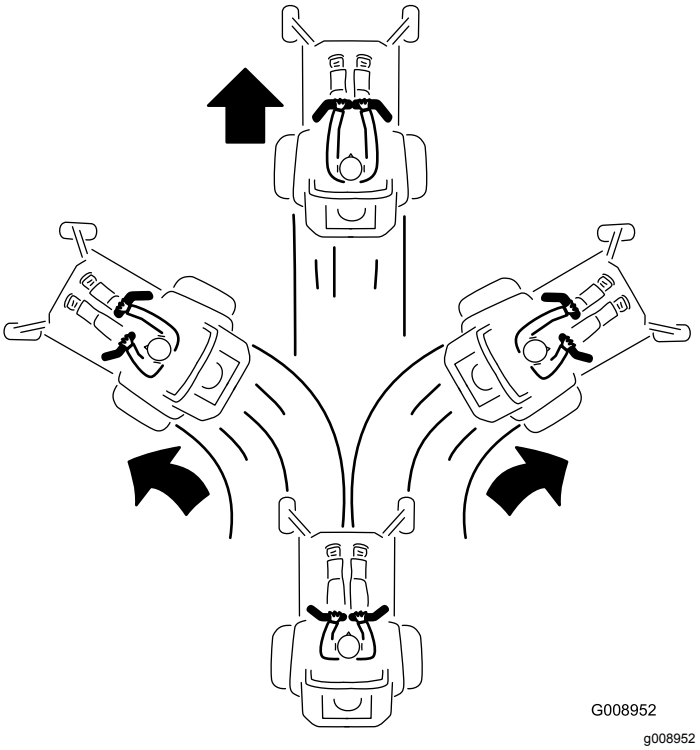

Figur 21
3. Skyv bevegelsekontrollspakene forsiktig forover for å gå fremover (Figur 21).